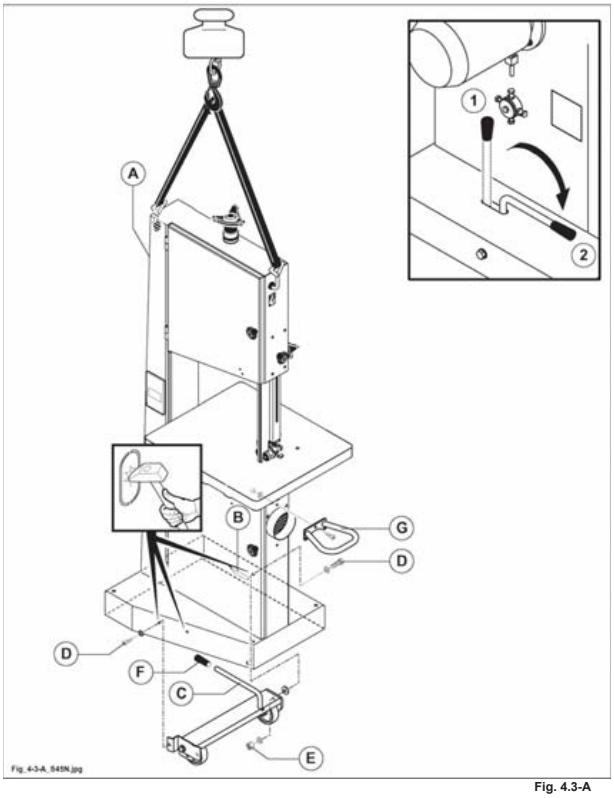

Fig. 4.3-A
Per l'installazione delle ruote occorre sollevare la macchina o ribaltarla sul fianco (A fig. 4.3-A).
- inserire la leva (C fig. 4.3-A) nell'asola (B fig. 4.3-A);
- serrare le viti (D fig. 4.3-A);
- serrare il dado (E fig. 4.3-A) lasciando un leggero gioco al gruppo ruote;
- montare il tappo (F fig. 4.3-A) e la leva (G fig. 4.3-A).
Per attivare le ruote agire sulla leva (C fig. 4.3-A) portandola dalla posizione "1" alla "2" come indicato nella figura.